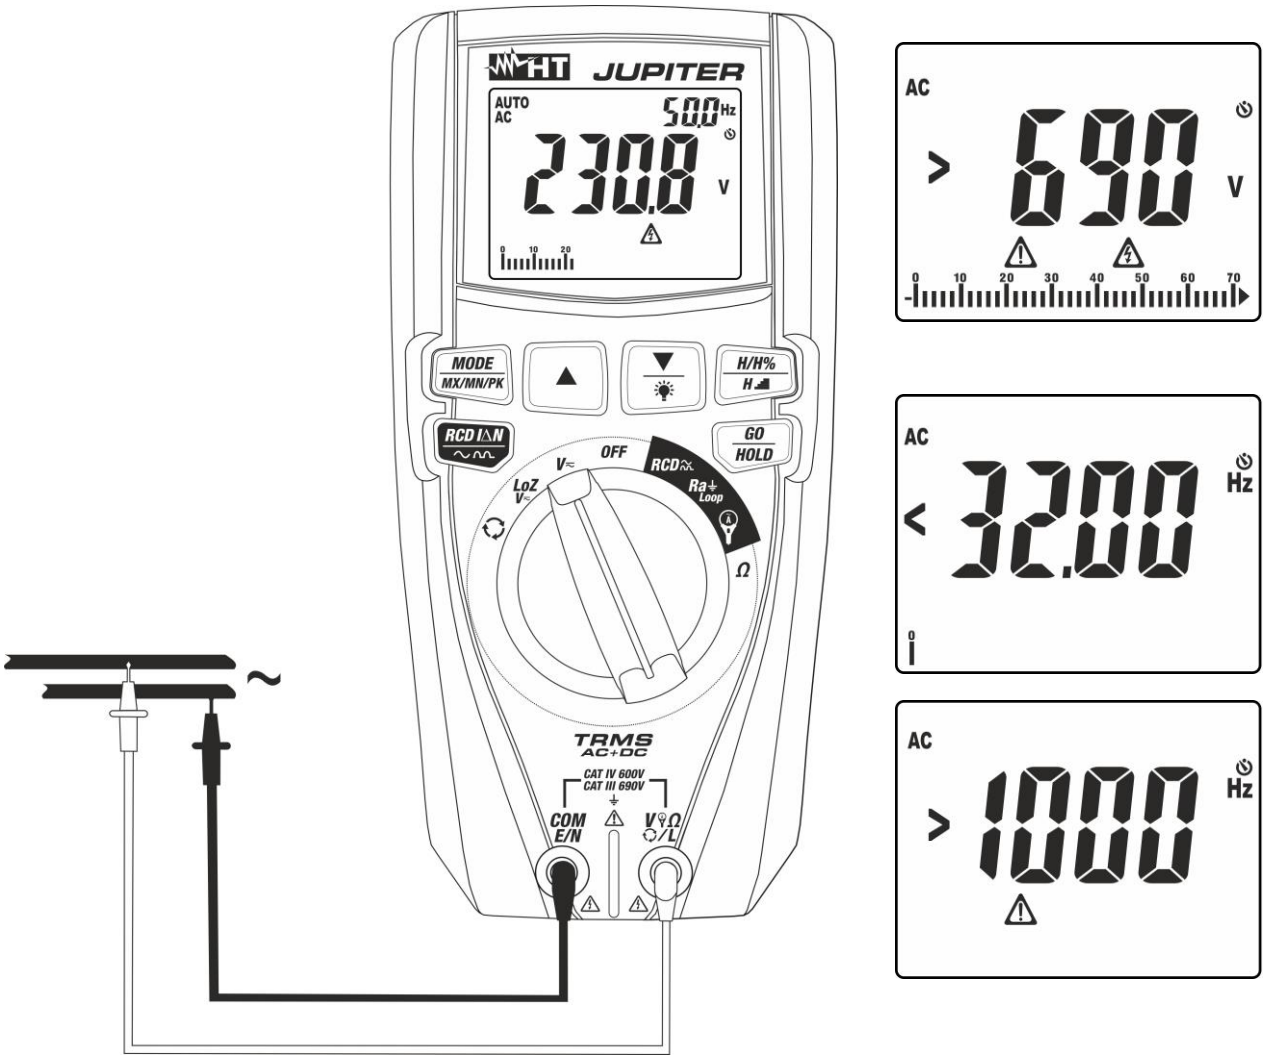

Fig. 9: Uso do instrumento para medir Tensões CA
4. Colocar a ponteira vermelha e a ponteira preta respetivamente nos pontos do circuito em exame (ver Fig. 9). O valor da tensão é apresentado no display. Na parte superior direita do display é apresentado o valor da frequência da tensão. Premir o botão **MODE/MXMNPK** para visualizar o valor da frequência com maior resolução.
5. Se no display aparecer a mensagem "**>690V**" (ver Fig. 9) atingiu-se o fundo de escala do instrumento
6. Se no display aparecerem as mensagens "**<32Hz**" ou “**>1000Hz**” (ver Fig. 9) o valor da frequência está fora do intervalo da medição **32Hz ÷ 1000Hz**